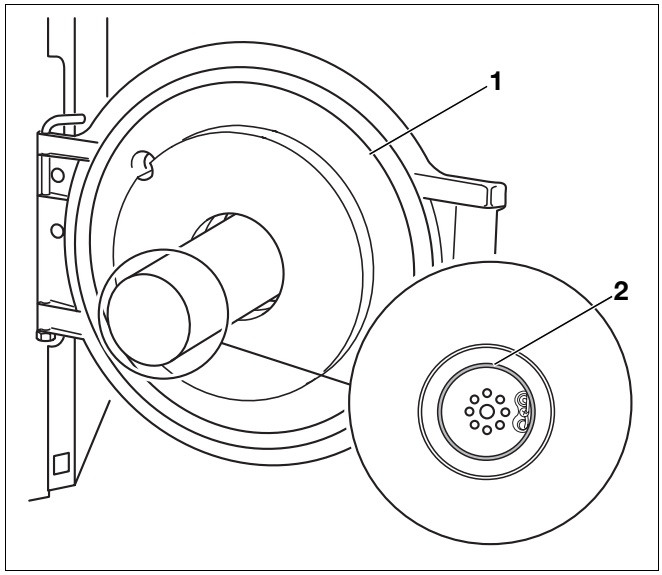

Rys. 41 Kontrola poprawnego osadzenia uszczelki
- Przy otwartych drzwiczkach palnika (Rys. 41, **Poz. 1**) sprawdzić prawidłowość osadzenia uszczelki (Rys. 41, **Poz. 2**).
- Zamknąć drzwiczki palnika (Rys. 41, **Poz. 1**,) i dokręcić dobrze śruby mocujące (ok. 10 Nm).